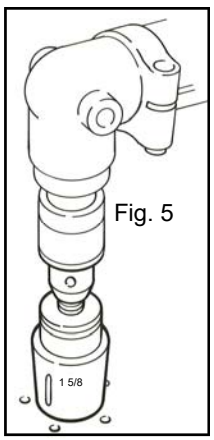

Fig. 5
10. À l'aide du trou de la vis autotaraudeuse centrale comme pilote, coupez un trou de 1 5/8 po de diamètre dans le réservoir avec une scie cloche. Voir la figure 5. Ébavurez le trou.